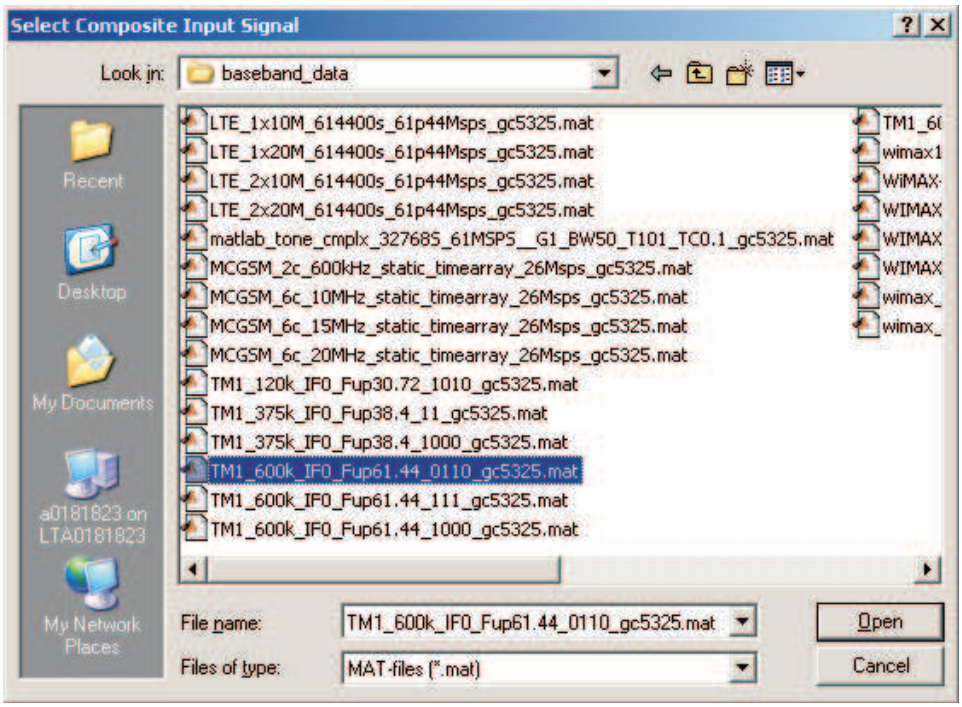

Figure 8. MATLAB Vector Saved as .mat File
5. Now, the input signal can be loaded by clicking on the Load Signal button. The format of the input signal can be a complex MATLAB vector saved as a .mat file (Figure 8), or a two-column text file. Because the GC5325EVMGUI rescales the input signal to the appropriate RMS level, the input signal can be floating point and need not have any particular scaling. Browse to the appropriate file and select OK.